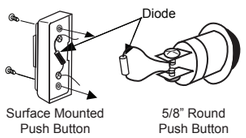

Figure 2
Install the Front Doorbell Pushbutton (Refer to Figure 2)
A small electrical component called a 'diode' is supplied with the chime. Install the diode across the terminal screws of the Front Doorbell pushbutton as shown in Figure 2 & 3. Without this diode, the chime will not work unless the batteries are installed. Connect the wires to the Front Doorbell Pushbutton. Install the Front Doorbell Pushbutton in the desire location using the screws provided.
Install the Back Doorbell Pushbutton (Refer to Figure 2)
6. A small electrical component called a 'diode' is supplied with the chime. Install the diode across the terminal screws of the Front Doorbell pushbutton as shown in Figure 2 & 3. Without this diode the chime will not work. Connect the wires to the Front Doorbell Pushbutton. Install the Front Doorbell Pushbutton in the location using the screws provided.